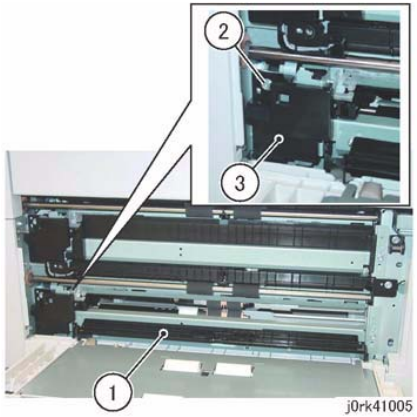

Figure 2 Feed Out Chute and the Harness Cover Removal
6. Remove the Feed Out Chute and the Harness Cover. (Figure 2)